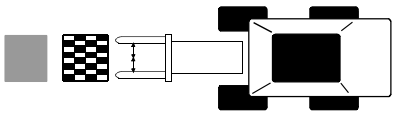

Fig. 114: Aligning the material with the stack
- With the material in transport position, approach the stack from the front so that the material is in the middle of the stack (fig. 114).